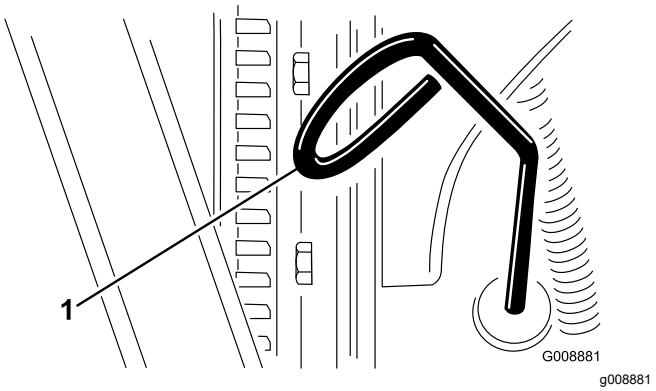

Figur 72
3. Ta ut oljestickan (Figur 72) och torka av den med en ren trasa.